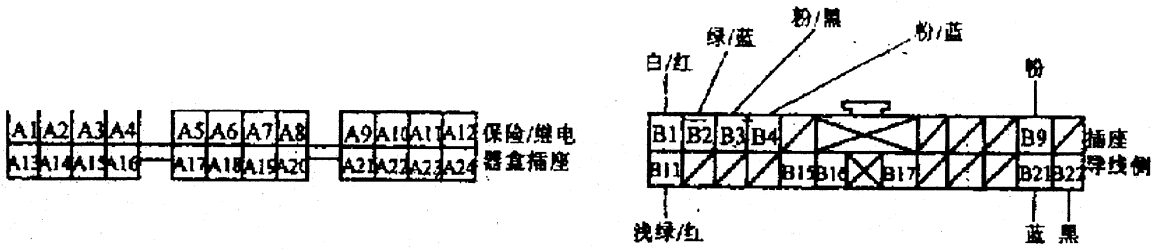

图 17－17　前乘客席侧多路控制装置端子
(2)从前乘客席侧仪表板下熔断丝/继电器盒中拆下前乘客席侧多路控制装置，并从多路控制装置上拆开其插头(图 17－17)。